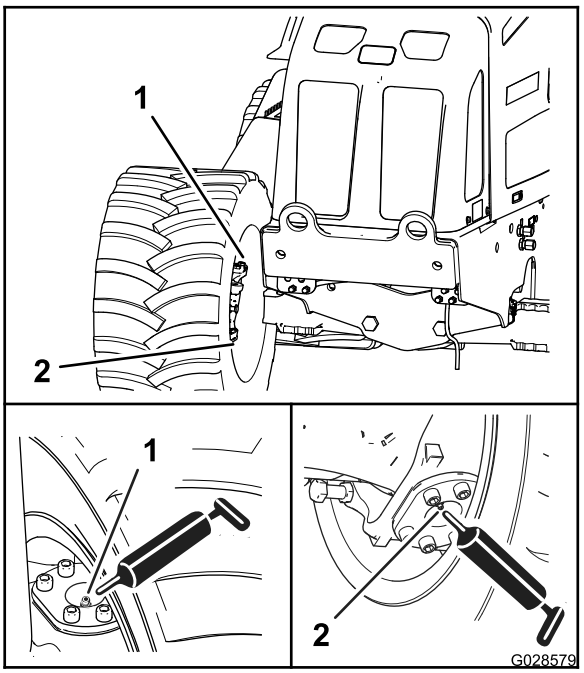
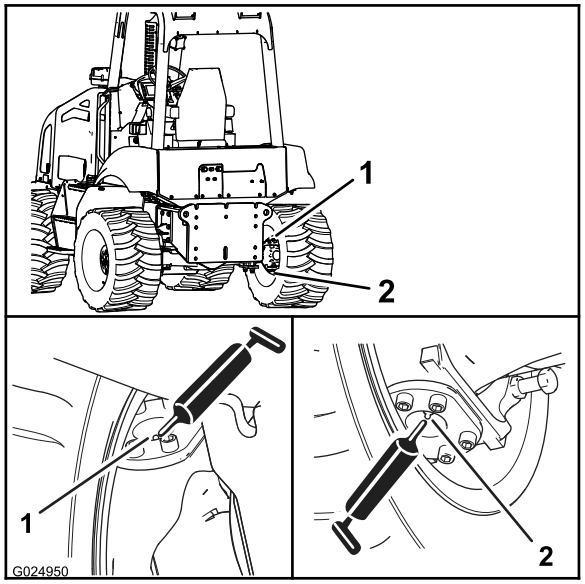

Figura 54
Figura 55
2. Conecte a pistola de graxa às graxeiras dos pivôs superior e inferior; aplique 2 ou 3 bombeadas de graxa em cada graxeira (Figura 54 e Figura 55).